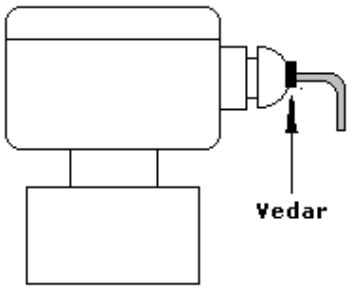

Figura 13
- Após fazer as interligações elétricas, vedar as conexões elétricas no invólucro (cabeçote), de modo que não penetre água ou umidade no interior do mesmo; (**Figura 13**).